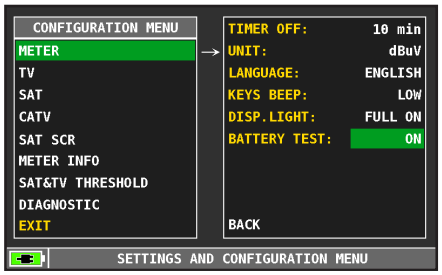

FIG. 2*
- Selecciona "MEDIDOR" y presiona la rueda (fig. 2) para confirmar;
- Selecciona "TEST BATERIA" y luego "ON" (fig. 2);